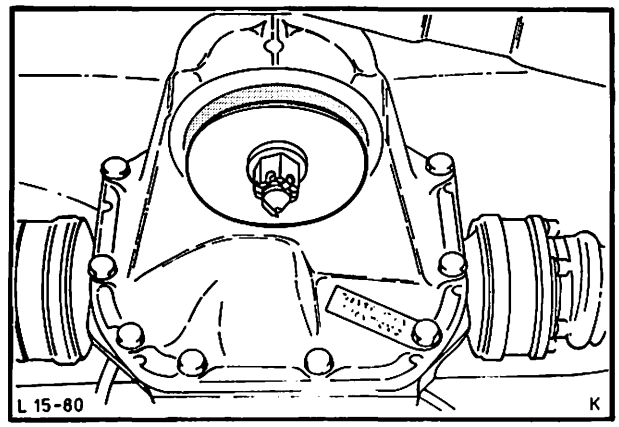

Abb. 163 Bolzen – Achsaufhängung hinten sichern
6. Achse anheben, Bolzen – Achsaufhängung hinten einsetzen, Mutter aufschrauben und versplinten, Abb. 163.